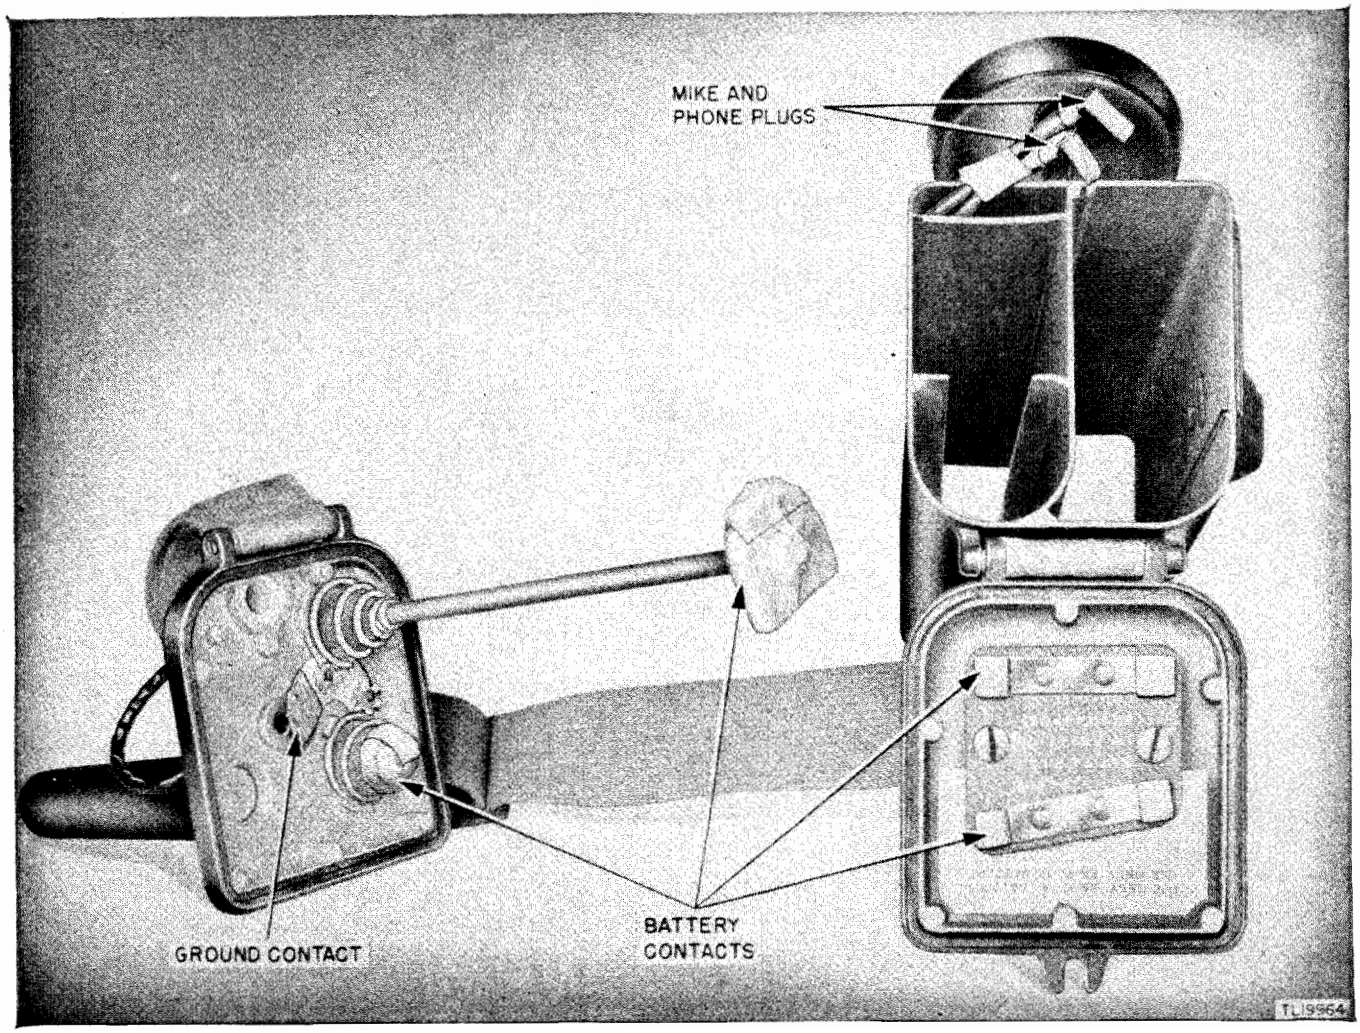

Figure 28. Bottom and top covers, showing masking.
(14) MIKE and PHONE plugs. (See fig. 28.)
(15) Battery contacts. (See fig. 28.)
(16) Ground contact. (See fig. 28.)